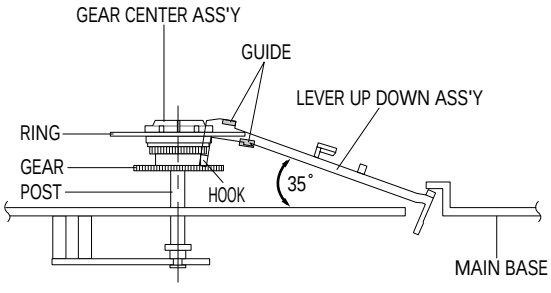

Fig. 1-22 Lever Up Down Ass'y Removal
1) Insert the Lever Up Down Ass'y ❶ in the rectangular holes on Main Base as shown in Fig 1-22.
2) Lift the Lever Up Down Ass'y ❶ about 35 degree.(Refer to Fig 1-22)
3) Insert Ring of the Gear Center Ass'y ❷ in the Guide of the Lever Up Down Ass'y ❶.
4) Insert the Gear Center Ass'y ❷ in the post on Main Base.
5) Push down the Lever Up Down Ass'y ❶ for locking of the Hook.